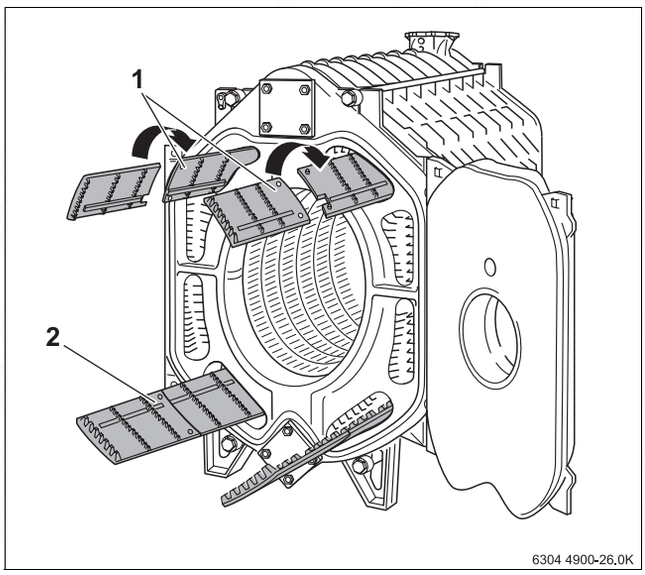
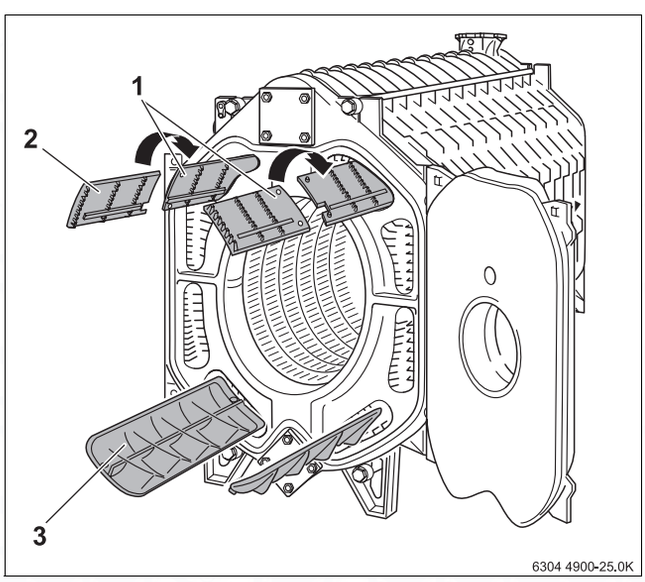
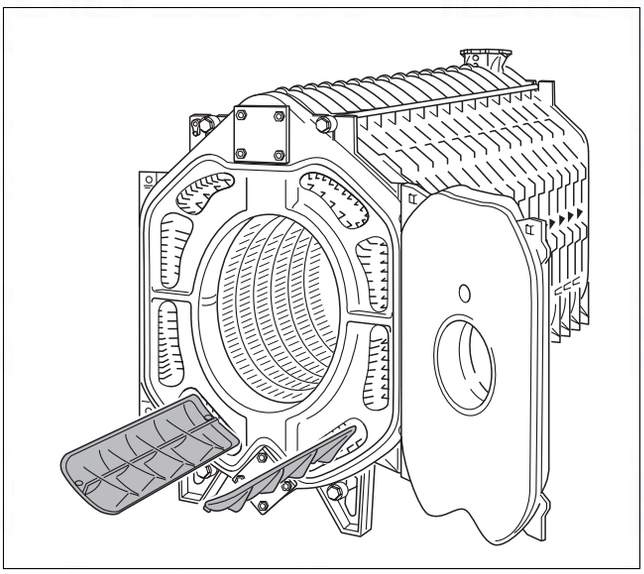

Fig. 30 Inserting the hot gas baffles (boiler block with 9 sections)
Fig. 31 Inserting the hot gas baffles (boiler block with 13 sections)
Fig. 32 Inserting the hot gas baffles (boiler block with 15 sections)
The baffle parts are shown hooked together in → Fig. 31, page 23.
- Take hot gas baffles from the fittings case and insert into the hot gas flues according to the inscription on them (→ see Fig. 30, Fig. 31, page 23, Fig. 32, page 24 and the following Tab. 12, page 24).